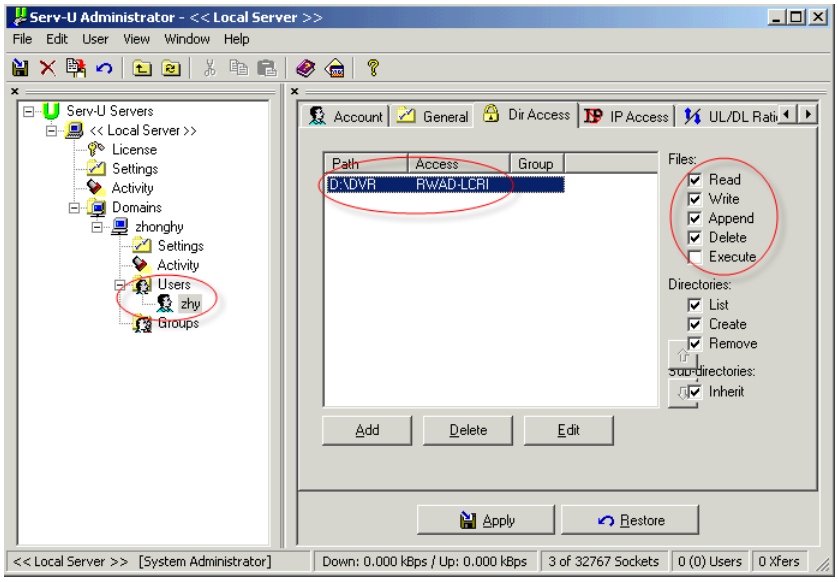

Figure 4-97
-> Serv-U Administator. Now you can set user password and FTP folder. Please note you need to grant write right to FTP upload user. See Figure 4-97.